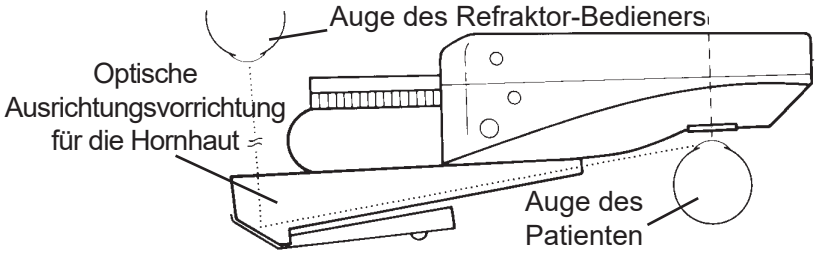

Abbildung OC-1 Optische Ausrichtungsvorrichtung für die Hornhaut
8. Im Phoroptor wird diese Bedingung erreicht, wenn die Nulleinstellung der Ansicht in der optischen Ausrichtungsvorrichtung für die Hornhaut mit dem Scheitelpunkt der Hornhaut übereinstimmt. Siehe Abbildung OC-1.